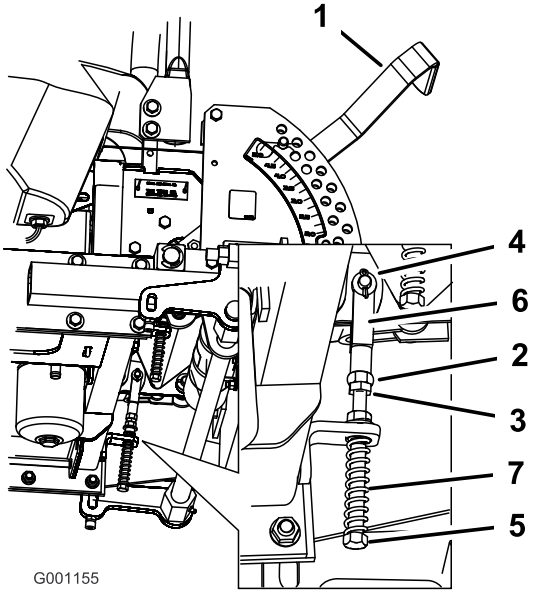

Figur 68
8. Lossa muttern och kontramuttern mot oket om justering krävs (Figur 68).
9. Dra rörelsereglaget något bakåt och vrid huvudet på justerskruven i rätt riktning tills rörelsereglaget är centrerat i det neutrala låsläget (Figur 68).
10. Dra åt muttern och kontramuttern (Figur 68).